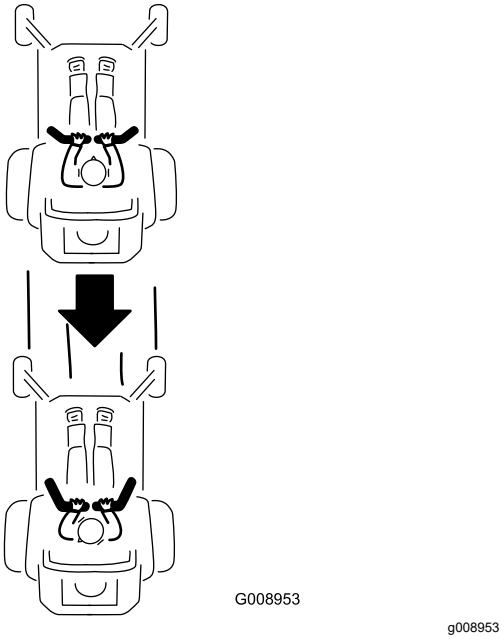

Figur 35
2. Backa genom att försiktigt dra rörelsereglage-spakarna bakåt (Figur 35).